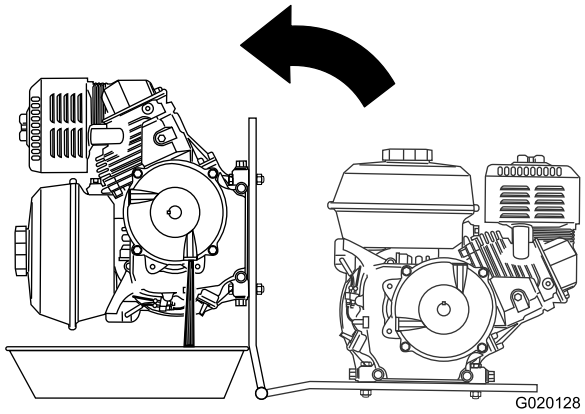

Figura 65
5. Coloque un recipiente junto a la bisagra de la chapa del motor (Figura 65).
6. Gire el motor sobre la bisagra de la chapa del motor, y vacíe el aceite de la caja reductora (Figura 65).